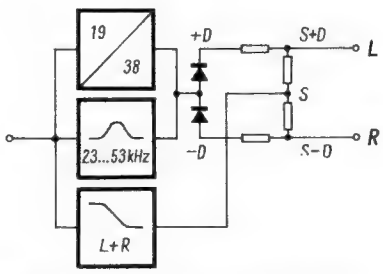

Bild 2. Decodierung nach dem Matrix-Verfahren
2. Das sogenannte *Matrix-Verfahren* mit Filtertrennung der verschiedenen Anteile des Composite-Signals, *Bild 2*.
Das Matrix-Verfahren ist aufwendiger. Die Anteile des Composite-Signals werden getrennt behandelt und erst später wieder zusammengeführt. Bild 2 gibt das Matrix-Verfahren wieder. Im oberen Zweig der Schaltung wird der Hilfsträger regeneriert. Der mittlere Zweig enthält die ausgefilterten Seitenbänder. Träger und Seitenbänder werden addiert und gelangen zur Demodulationsstufe. An den Dioden steht also das Differenzsignal des Stereoprogramms, und zwar wegen der unterschiedlichen Polung der Dioden einmal mit positivem das andere Mal mit negativem Vorzeichen. Dem nun folgenden Matrix-Netzwerk wird dann das Summensignal zugeführt, das zuvor durch einen Tiefpaß ausgefiltert worden ist. Über die bekannten Beziehungen S + D = 2 L und S − D = 2 R entstehen wiederum die Links-Rechts-Informationen. Durch besondere Einstellglieder kann noch ein Pegelausgleich zwischen den einzelnen Anteilen und die nötige Deemphasis des Signals erreicht werden.